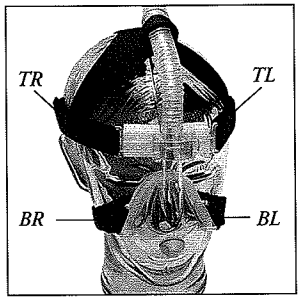

Abbildung 3
Vergewissern Sie sich, daß der obere linke Gurt (TL), wie in **Abbildung 3** gezeigt, in die entsprechende, mit TL gekennzeichnete Gurtöffnung an der Maske eingeführt wird. Stellen Sie ebenfalls sicher, daß auch alle anderen Gurte mit den entsprechenden Gurtöffnungen übereinstimmen.